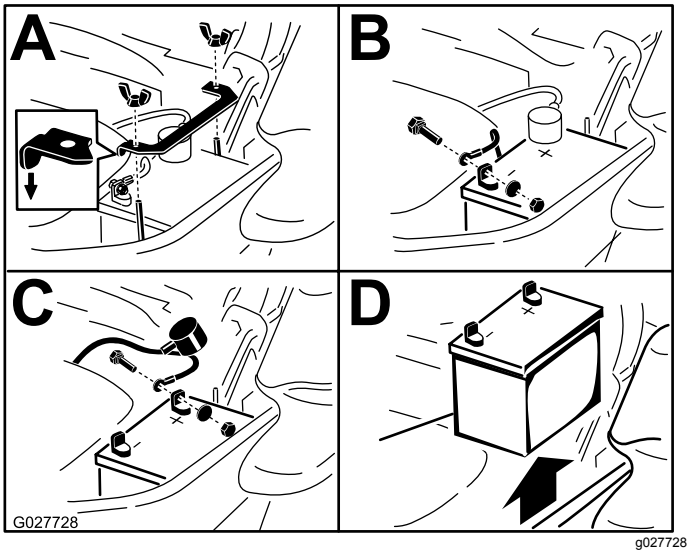

Figur 70
3. Ta bort batteriet enligt Figur 70.
Obs: Sätt i batteriet i lådan med anslutningspolerna mot hydraultanken (Figur 70).